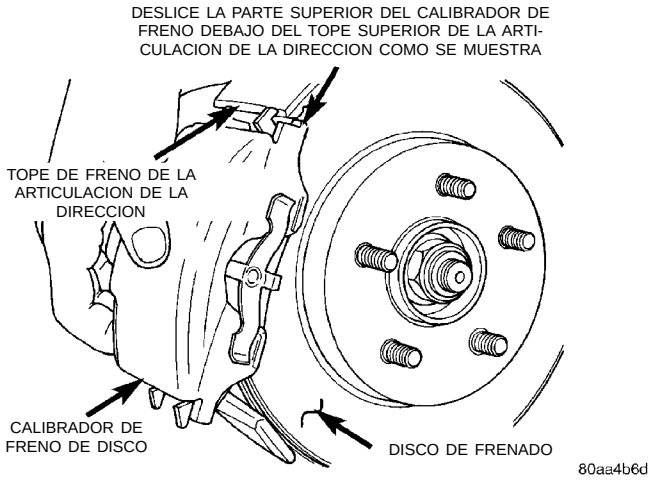

Fig. 57 Instalación del conjunto de calibrador en la articulación de la dirección
(4) Emplace con cuidado el calibrador de freno y las zapatas de freno sobre la articulación de la dirección, enganchando primero el extremo del calibrador debajo del borde de la articulación de la dirección, como se muestra en (Fig. 57). Luego gire el calibrador hasta su emplazamiento en la articulación de la dirección.